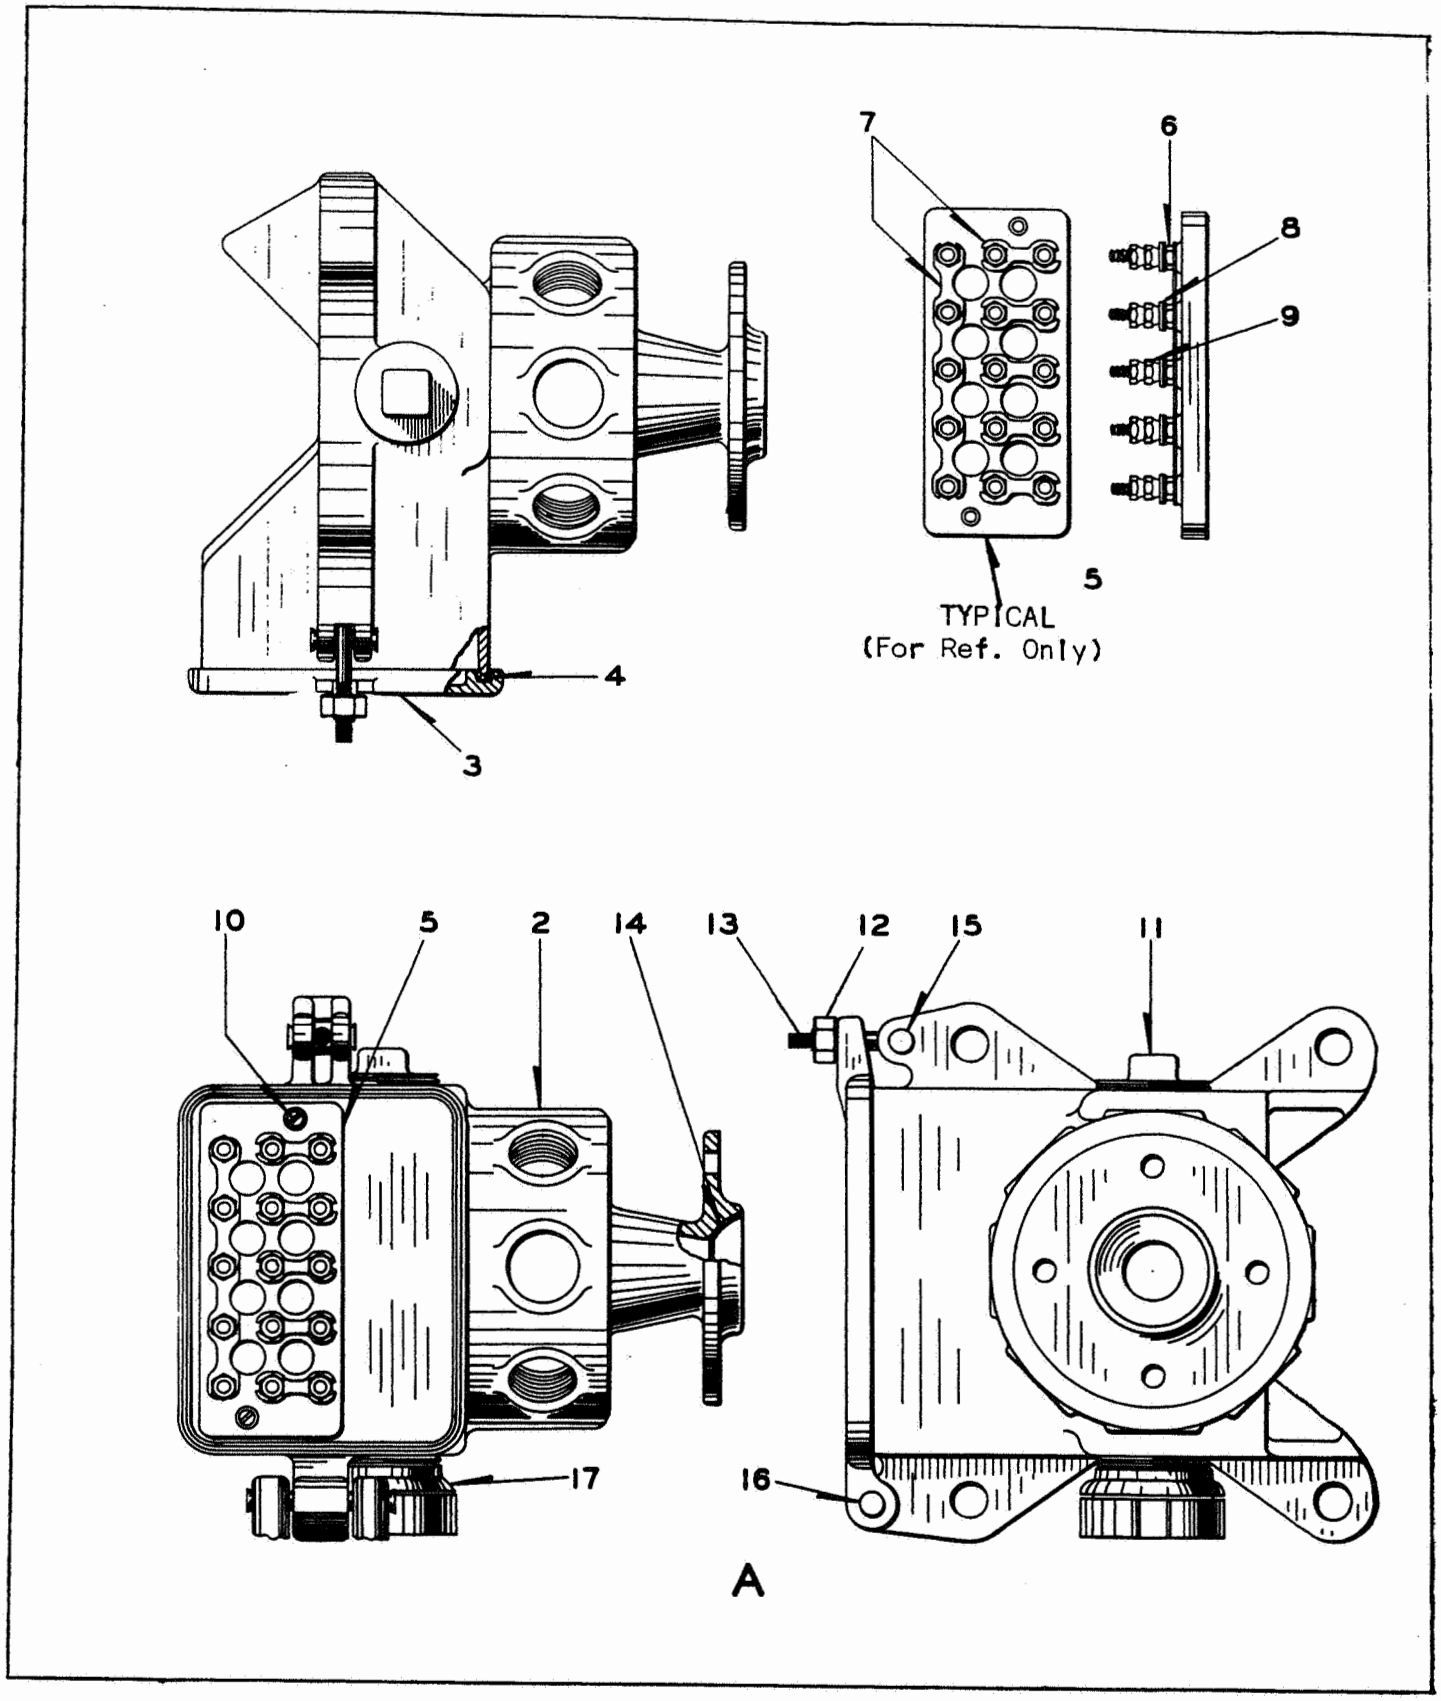

Figure A-3. Terminal Box
A.1.2 Terminal Box N187832-001 (see Figure A-3 for parts location)